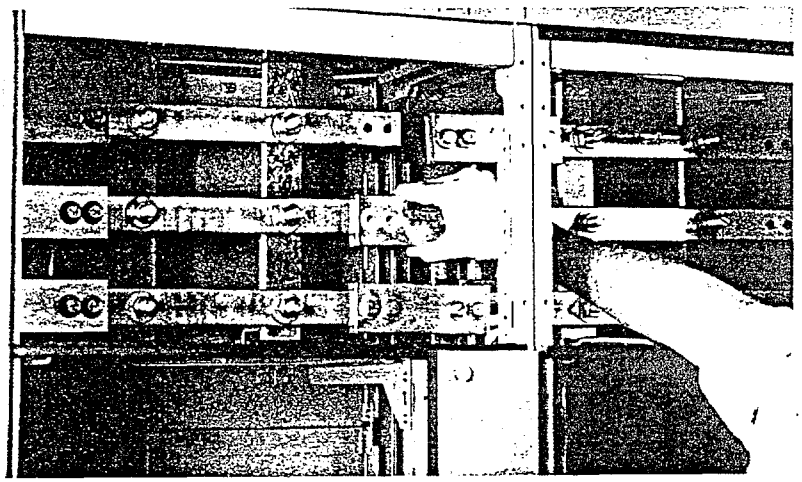

Figure 14: Aligning splice and bus holes
4. Grasping the bottom of the splice assembly, slide the bus links to the left until the two left holes are in line with the corresponding holes in the horizontal bus on the left section (figure 14).